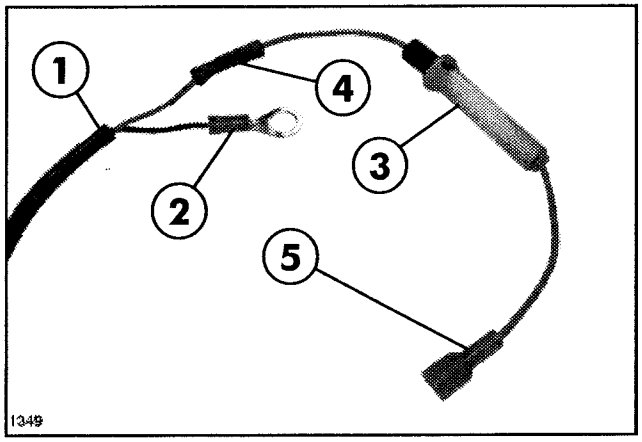

FIG. 3
4. Strip 5" of Conduit from the end of the Power Cable to expose red and black wires inside. See FIG. 3.